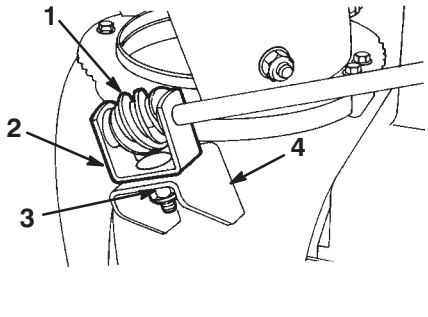

Figur 15
3. Monter snekkegiret og braketten løst på monteringsflensen ved hjelp av en bolt, en pyramideformet skive og en låsemutter, som vist i figur 15.